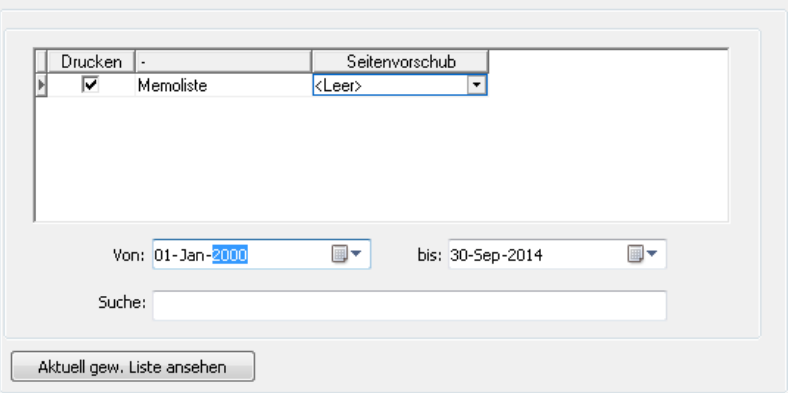

Bild 22.11 – Die Memos werden nach Erstellungsdatum gefiltert
- Wechseln Sie zur Rubrik *Memoliste* und stellen Sie als *Ebene* das gesamte *LOS* ein. Wählen Sie in den beiden Kalendern alle Einträge von *1. Januar 2000* bis *heute* und drucken Sie die Liste aus (Abb. 22.11).